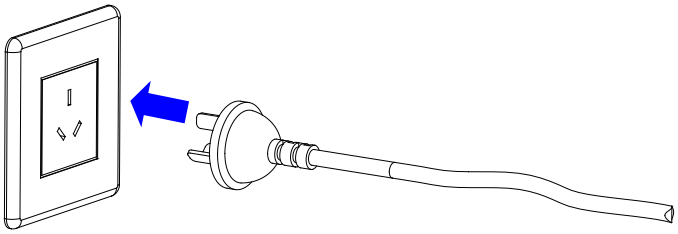

Figure 2-9 Plug the Power Cord
3. Plug the male end of the power cord into a live wall outlet. See Figure 2-9.